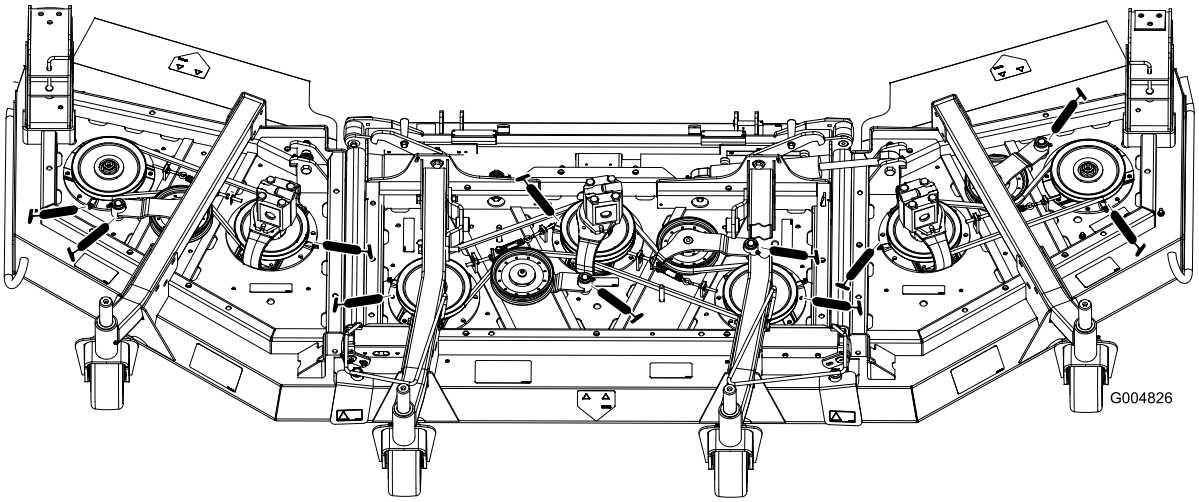

Figuur 40
- 3 aslagers - onder de poelie (Figuur 40)
- 2 lagerbussen van draaipunt van spanpoeliearm (Figuur 40)